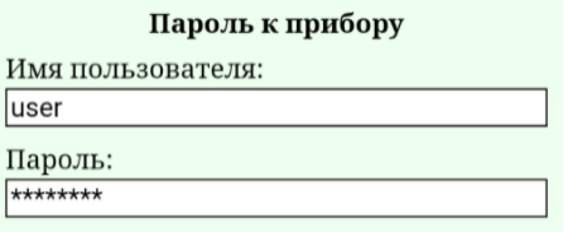

Рисунок 16 – Панель «Пароль к прибору»
2.8.5.2.4 На панели «Пароль к прибору» (рис. 16) указываются имя пользователя и пароль для доступа к веб интерфейсу прибора (редактируется).